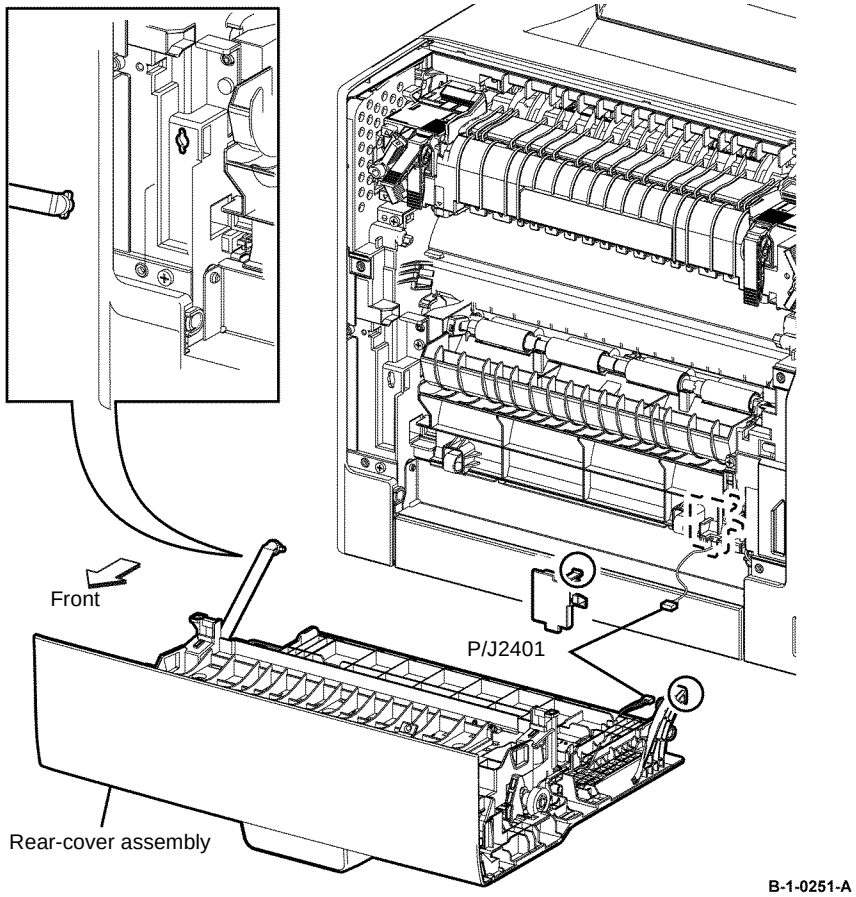

Figure 1 Rear-Cover Assembly Removal
3. Disconnect P/J2401 from the rear-cover assembly, Figure 1.
4. Remove the stopper that fixes the rear-cover assembly, by rotating the stopper in the direction of the arrow, Figure 1.
5. Release the hook on the rear-cover assembly by releasing one of the bosses from the hole on the printer. Remove the DTS out earth spring, while removing the rear-cover assembly, Figure 1.